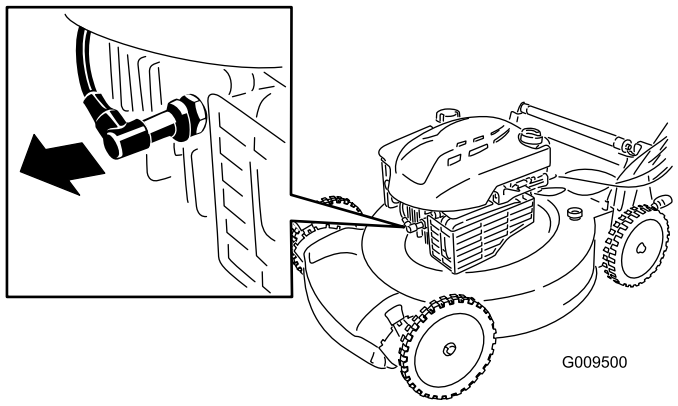

Figur 15
2. Lossa tändkabeln från tändstiftet (Figur 15) innan du utför underhåll.